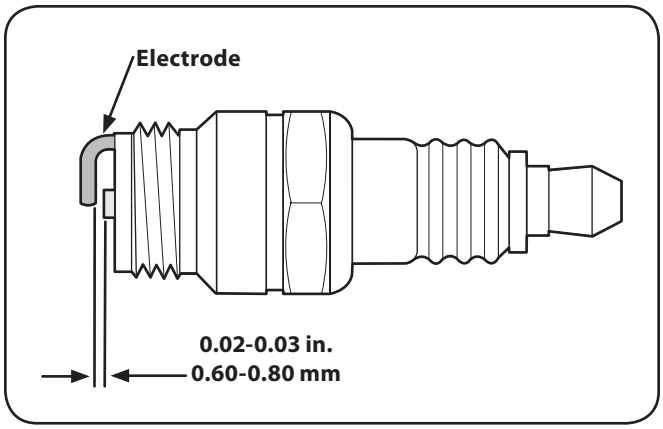

Figure 6-3
6. Mesurez l'écartement de la bougie avec une jauge d'écartement. Ajustez au besoin en pliant l'électrode de côté. Voir la Fig. 6-3. L'écartement doit mesurer entre 0,030 (0,76 mm).